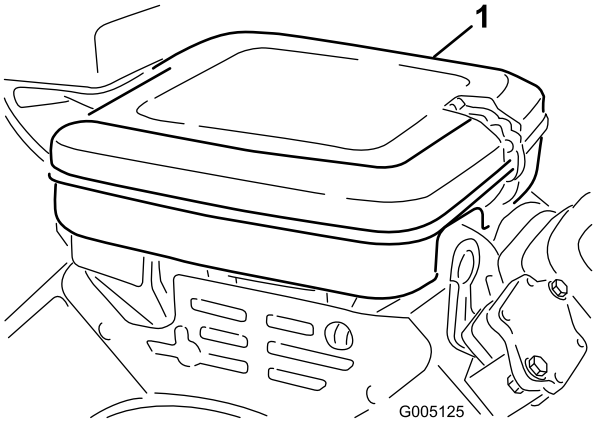

Figura 44
1. Abra los enganches y retire la tapa del limpiador de aire (Figura 44). Limpie a fondo la cubierta.